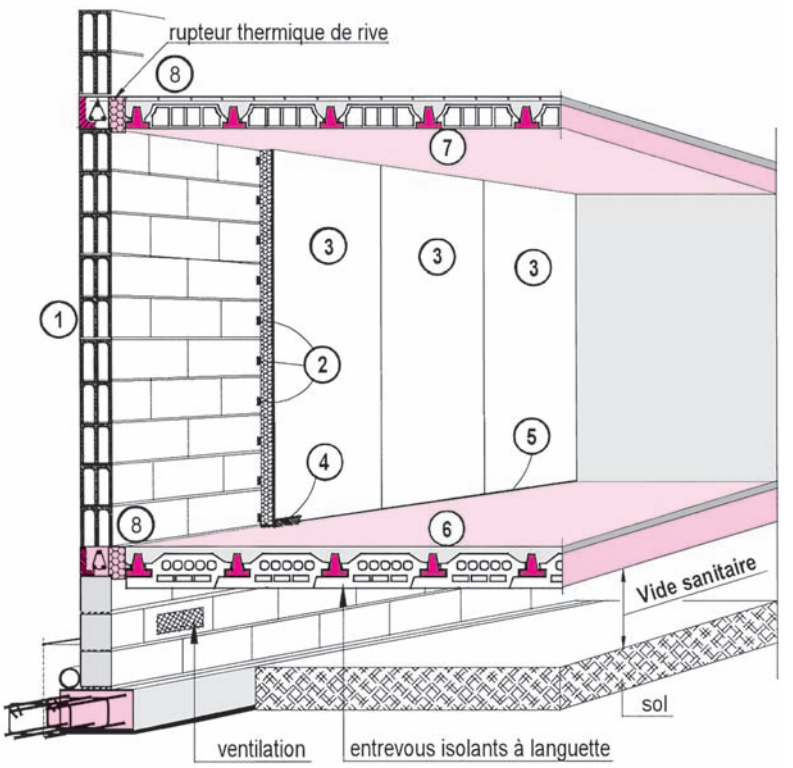

Fig. 29 : Visualisation d'un vide sanitaire avec murs et planchers
- **En vide sanitaire accessible** (fig. 29) :